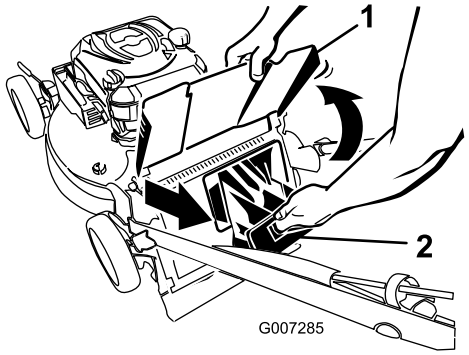

Figuur 30
1. Breng de afvoergeleider omhoog en houd deze omhoog (Figuur 30).
2. trek de afsluiter van het achteruitwerpkanaal eruit (Figuur 30).